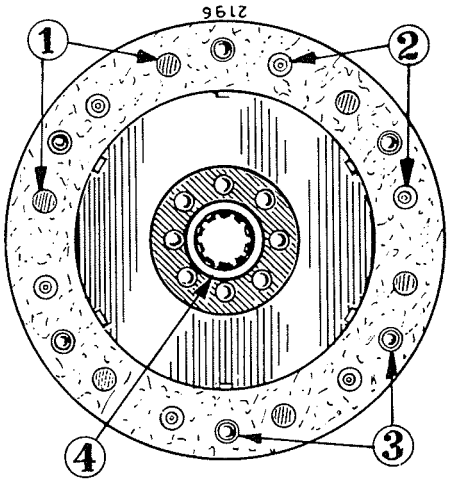

Bild 250
Der Nietkopf muß im Versenk des Belages liegen (1), Bild 250.